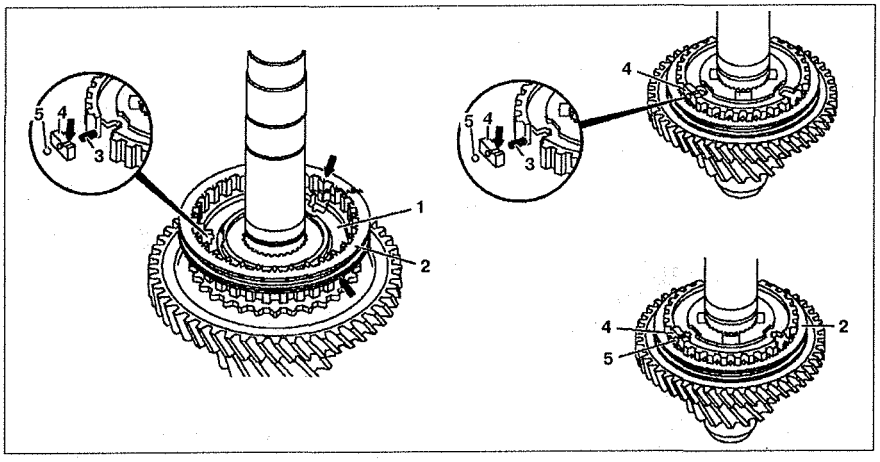

Рис. 6.35. Разборка и сборка муфты синхронизатора включения 1-й и 2-й передач (автомобили с двигателями 111.948 и 601.970):
8. Разберите муфту **14** синхронизатора включения 1-й и 2-й передач. Для этого снимите скользящую втулку **2** с корпуса синхронизатора. Шарики **5** и блокировочные пальцы **4** ослабьте на некоторое время (см. рис.6.35). Снимите пружины **3**.
15. Соберите муфту **14** синхронизатора включения 1-й и 2-й передач. Запрессуйте скользящую втулку **2** на корпус синхронизатора и убедитесь, что паз **(стрелка)** совпадает с шестерней 1-й передачи. Зубья с выемкой **(стрелка)** должны быть установлены по центру выемки корпуса синхронизатора **1** (см.рис.6.35). Вставьте пружины **3** и блокировочные пальцы **4** в выемку в корпусе синхронизатора **1**. Фаска блокировочного пальца **4** должна быть направлена наружу. Выемки **(стрелка)** на удлиненной части блокировочного пальца **4** должны быть видимы. Поднимите блокировочные пальцы **4** так, чтобы шарики **5** можно было вставить в отверстия. Запрессуйте шарики **5** в отверстия, установите блокировочные пальцы **4** вниз и через некоторое время вставьте их в скользящую втулку **2**. Вставьте кольцо синхронизации 2-й передачи, запрессуйте его и установите скользящую втулку **2** в нейтральное положение.
37. Соберите муфту **11** включения 1-й и 2-й передач (см.рис.6.35).